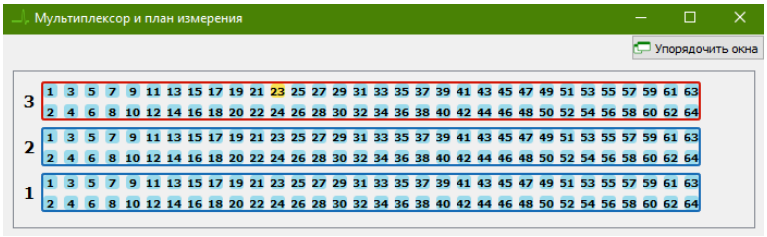

Рисунок 4.32 - Выбор канала мультиплексора в ПО EPLab
1.6. Выбрать канал в окне «Мультиплексор и план измерения», щелкнув на номер канала на голубом фоне, при этом выбранный канал поменяет цвет на желтый (рис. 4.32).